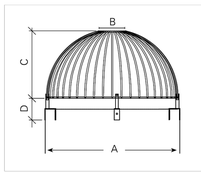

FIG. 1 Dimensions of Type 1 Hynds Scruffy Dome (see table).
- The type 1 debris screen is a full height design, suitable for manholes with a 600mm diameter or larger. *(Refer to figure 1.)*